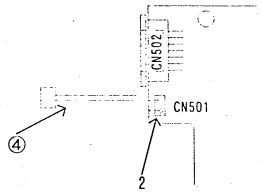

Figure 4 Installing G3E01144
Solder product ④ -2 to CN501 as shown in Figure 4.